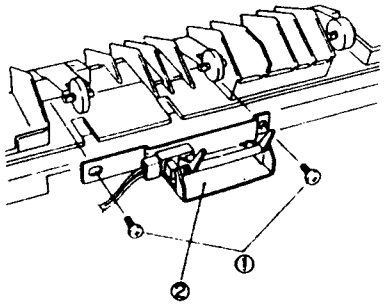

Рис. 2 NZM-0235
6. (Рис. 2): Снимите входной узел